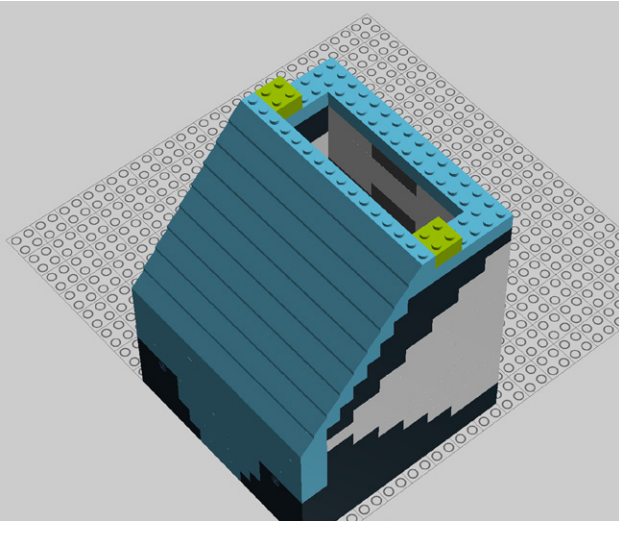

Figure 9-66. *Step 61: Adding two 2x2 translucent bricks*
61. Add two 2x2 translucent bricks (Figure 9-66).